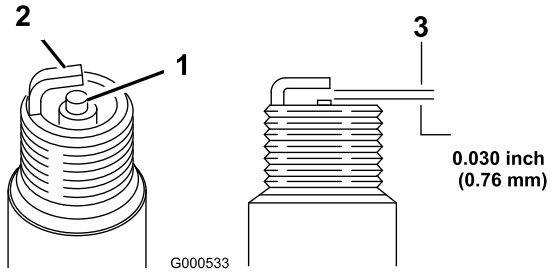

Figur 29
2. Lossa kabeln från tändstiftet (Figur 29).
5. Ställ in gapet på det nya stiftet till 0,76 mm (Figur 29).